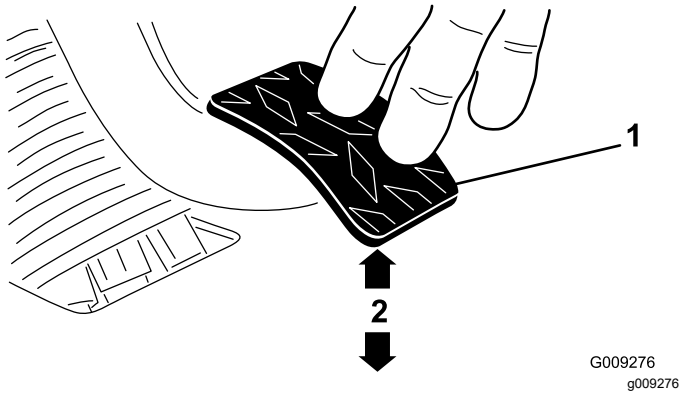

Figur 69
3. Juster kontramøtrikkerne eller kugleleddet, indtil bagsiden af koblingspedalens bagkant er 9,5 ± 0,3 cm fra toppen af gulvpladens diamantmønster, når der trykkes på pedalen med en kraft på 1,8 kg (Figur 69).